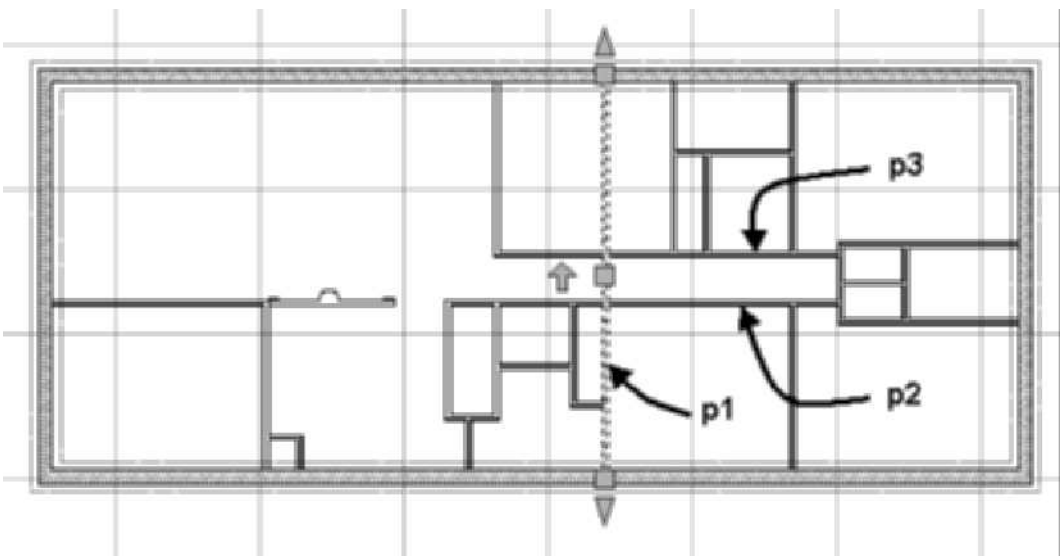

FIGURE 3.93 *Selection of walls for the Trim command*
24. Right-click the workspace and choose Basic Modify Tools > Trim from the shortcut menu. Select the interior wall shown in Figure 3.93.
Select objects or <select all>: 1 found *(Select wall at* p1 *as shown in Figure 3.93.)*
Select object to trim or shift-select to extend or: *(Select wall at* p2 *as shown in Figure 3.93.)*
Select object to trim or shift-select to extend or: *(Select wall at* p3 *as shown in Figure 3.93.) Select object to trim or shift-select to extend or: (Press* ESC *to end the command.)*